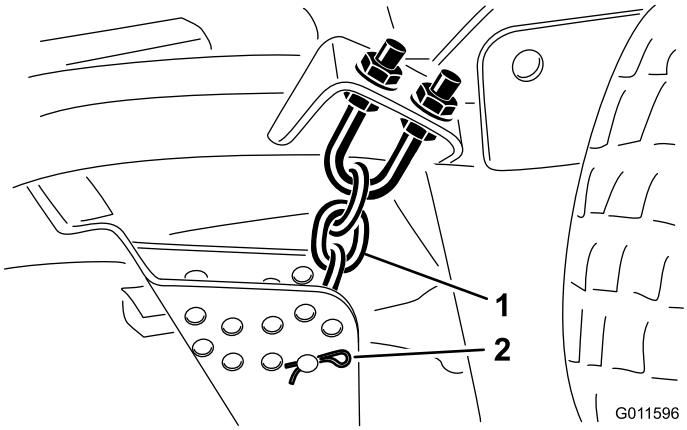

Рисунок 19
5. Снимите шплинт и палец с буртиком, которые крепят цепи высоты скашивания к задней части режущего блока (Рисунок 19).